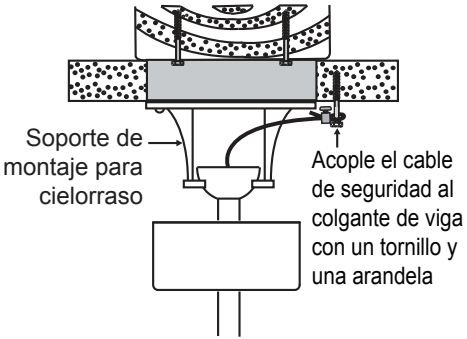

Fig. 12
Paso 1. Sujeta el tornillo para madera y las arandelas suministrados a las vigas del techo junto al soporte de montaje pero no lo aprietes. (Fig. 12)